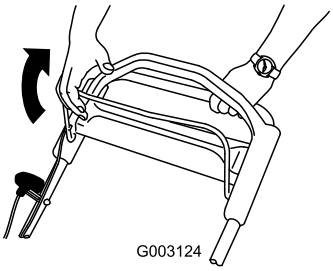

Figura 16
2. Tire de la barra de control de la cuchilla hacia el manillar (Figura 16).